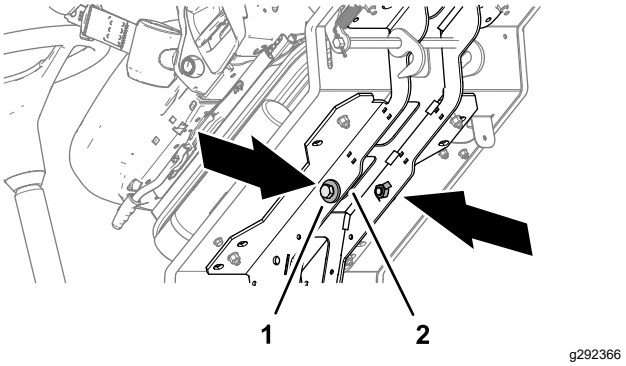

**Figur 40**
3. Vip platformen fremad, og fjern de 2 bolte (12 x 40 mm) og 2 spændeskiver (12 mm), der befinder sig i platformens støtteskinner (Figur 40).